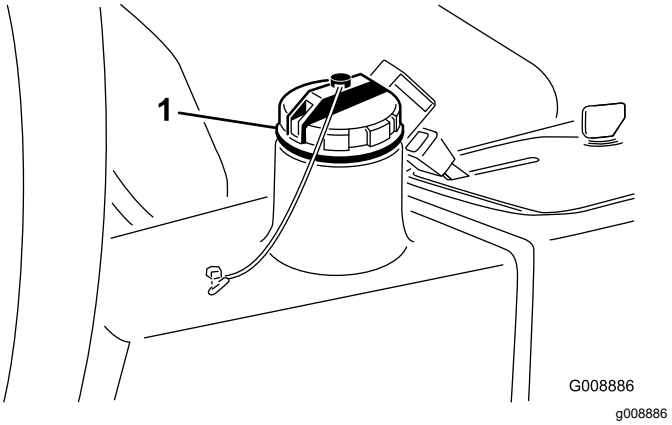

Figur 82
4. Fyll beholderen (Figur 82) med omtrent 22,7 liter hydraulikkvæske. Se Spesifisering av hydraulikkvæske (side 53).